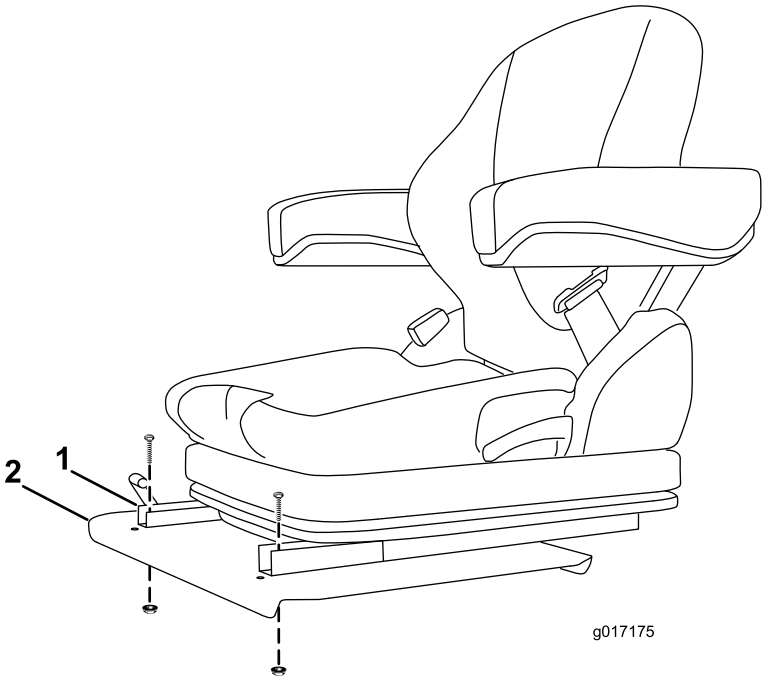

Bild 5
2. Befestigen Sie die Vorderseite jeder Sitzführung mit einer Schraube und einer Bundmutter am Sitzunterteil (Bild 5).